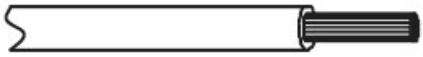

Fig. 43 —Stripping The Wire
2. Strip a suitable length of the insulation layer as shown in Fig. 43.